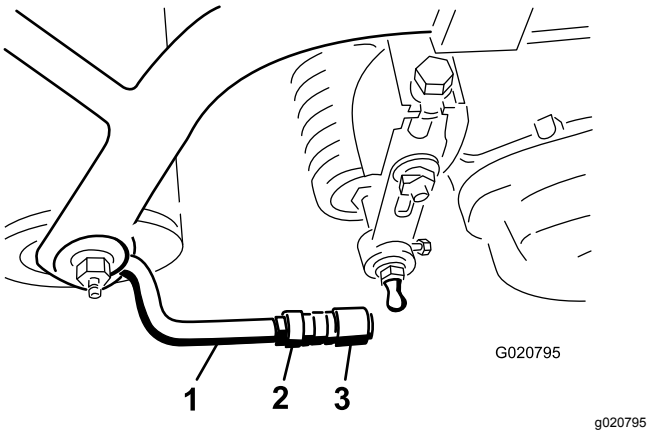

**Figuur 9**
5. Plaats de moffen in de kogelverbindingen met de open kant van de moffen gecentreerd t.o.v. de halvekogeltap. Draai de contramoeren vast om de moffen op hun plaats te houden (Figuur 9).